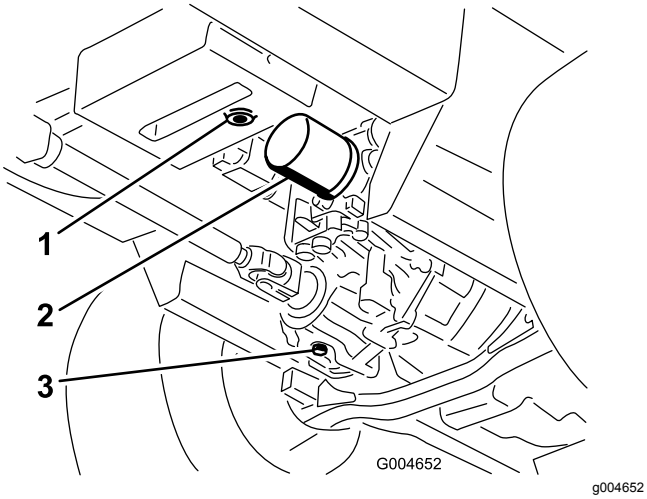

Rysunek 58
3. Umieść dużą miskę pod zbiornikiem hydraulicznym i skrzynią przekładniową, a następnie odkręć korki, spuszczając cały olej hydrauliczny (Rysunek 58).
4. Oczyść obszar wokół filtra oleju hydraulicznego i wyjmij filtr (Rysunek 58).